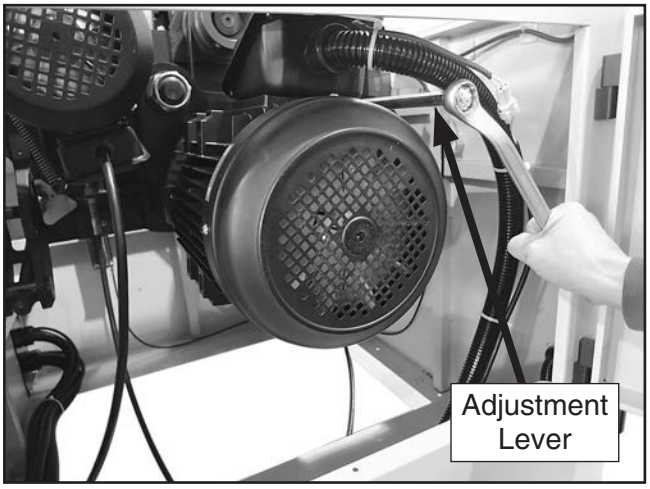

Figure 149. Rotating motor position using motor adjustment lever.
3. Rotate adjustment lever clockwise to raise motor and release belt tension (see **Figure 149**). The cam will lock the motor in place.